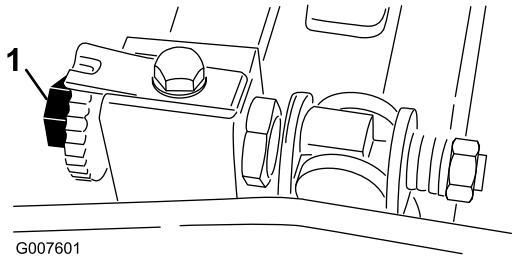
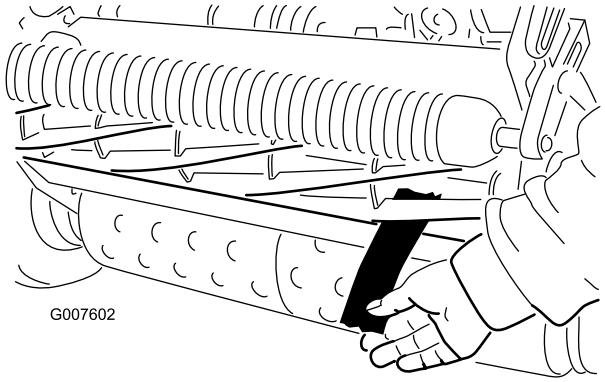

Bild 39
Bild 40
2. Drehen Sie die Einstellschrauben des Untermesserträgers nach links (Bild 39). Dies stellt sicher, dass die Spindel das Untermesser nicht berührt.
4. Führen Sie an beiden Seiten der Spindelvorderseite einen langen Zeitungspapierstreifen zwischen die Spindel und dem Untermesser ein (Bild 40). Drehen Sie die Spindel langsam vorwärts. Drehen Sie gleichzeitig die Einstellschraube des Untermesserträgers nach rechts (an demselben Ende der Spindel um jeweils einen Klick, bis das Papier an einer Seite der Spindel leicht festgehalten wird, wenn es von vorne parallel zum Untermesser eingeschoben wird. Das führt zu einem leichten Widerstand, wenn Sie am Papier ziehen (Bild 39).
6. Vergewissern Sie sich nach dieser Einstellung, dass die Spindel Papier einklemmen kann, das von vorne eingeführt wird, und Papier schneiden kann, das senkrecht zum Untermesser eingeführt wird (Bild 40). Papier müsste sich mit minimalem Kontakt zwischen Untermesser und Messerspindeln schneiden lassen. Wenn der Spindelwiderstand zu hoch ist (mehr als 0,79 Nm), läppen oder fräsen Sie das Mähwerk, um die für genaues Schneiden erforderlichen scharfen Kanten zu erhalten. Weitere Informationen finden Sie in der Toro Bedienungsanleitung für das Schärfen der Spindeln.